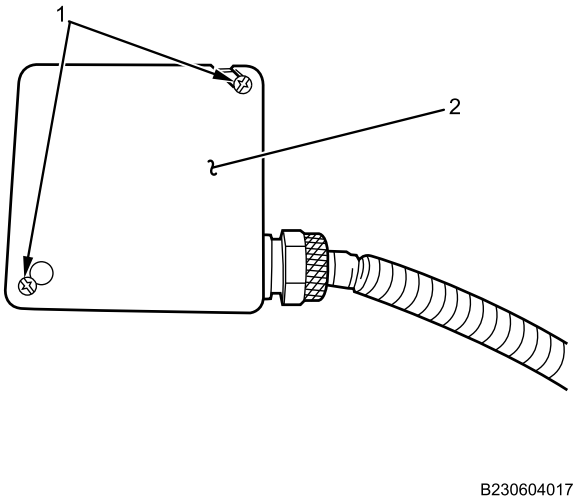

Figure 2. Junction Box Cover Screws.
2. Remove two screws (Figure 2, Item 1) from junction box cover (Figure 2, Item 2). Place cover aside.